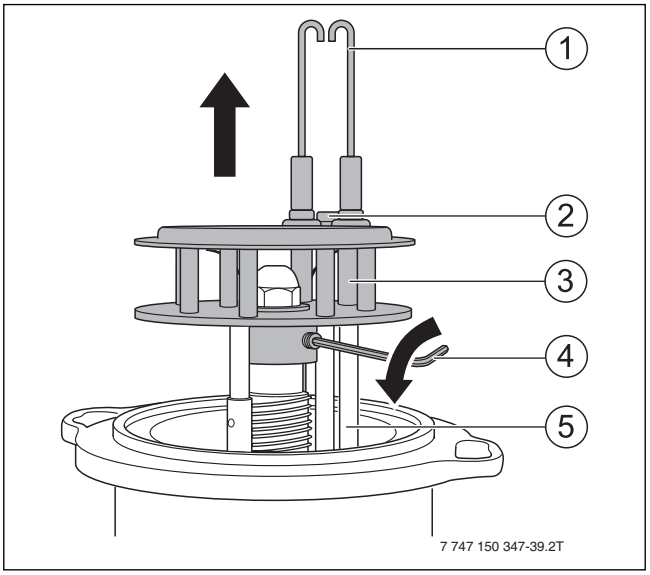

Fig. 34 Démonter le système de mélange
- Desserrer la vis (fig. 34, [2], page 21) entre les électrodes d'allumage.
- Démonter l'électrode d'allumage (fig. 34, [1], page 21).
- ▶ Fixer le système de mélange avec tige filetée (→fig. 34, [4], page 21).